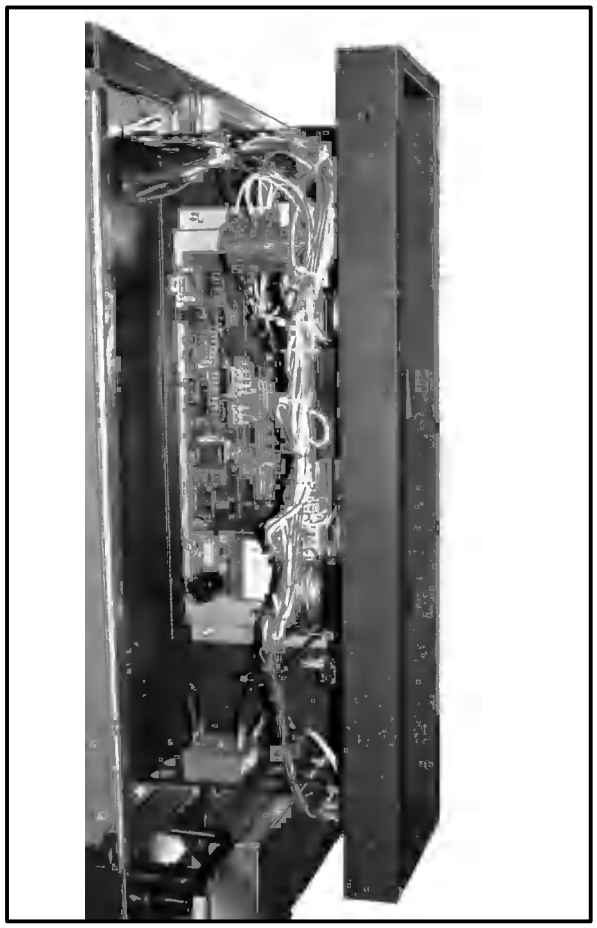

Figure 28
2. Retirez les deux vis situées sur le panneau latéral. Glissez le module de commande vers l'avant. Voir la Figure 28.